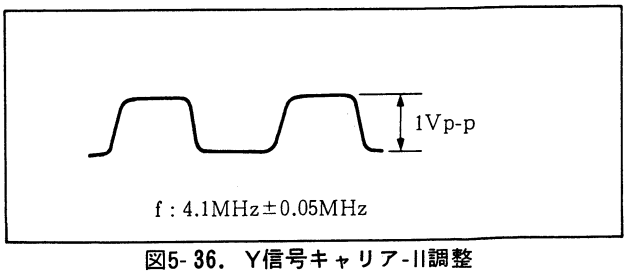

図5-36. Y信号キャリア-II調整
2) RV204で4.1MHz±0.05MHzに調整する。(図5-36.参照)